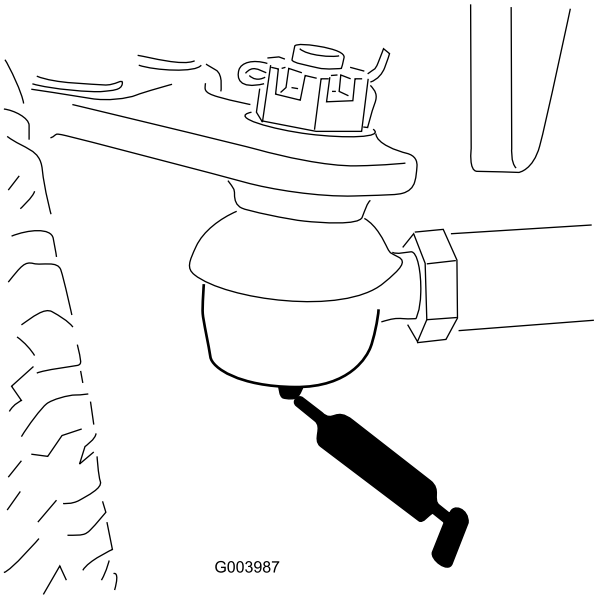

Figuur 46
- Trekstang van achteras (2) (Figuur 46)